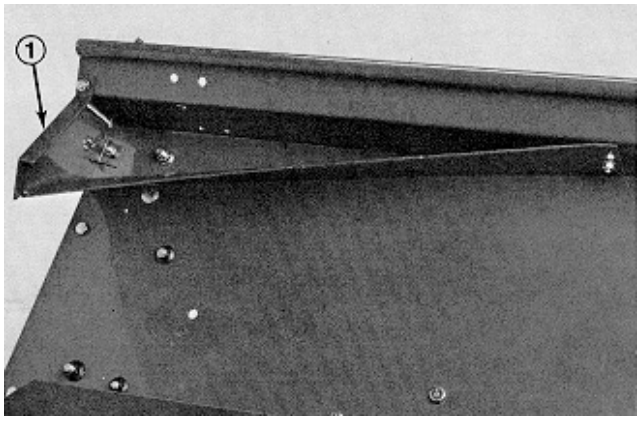

Figure 11
1. Insert front deflector into deck, aligning end of deflector with edge of discharge opening (Fig. 11 and 12).
2. Using deflector as a template, mark and drill (3) 11/32” dia. holes through front and top of deck.
3. Secure (2) front mounting tabs of deflector to deck with 5/16–18 x 5/8” lg. capscrews and 5/16–18 locknuts.
9. Align left shelf with left end of rear shelf and edge of deck (Fig. 11 and 14).
11. Align right shelf with right end of rear shelf and edge of deck (Fig. 11 and 16). Using left shelf as a template, locate, mark and drill (3) 9/32" dia. holes in deck.
12. Secure right shelf to deck with (1) 1/4–20 x 1" lg. capscrew, (2) 1/4–20 x 3/4" lg. capscrews and (3) locknuts. Capscrew heads to be positioned on the inside of deck.